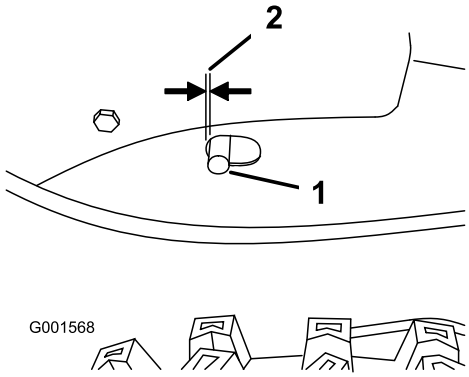

Figur 30
2. Kontrollera tappen i den avlånga skåran på maskinens vänstra sida, ovanför däcket, när drivspaken inte är nedtryckt (Figur 30).
Obs: Det ska finnas ett mellanrum på 6 mm mellan skårans framkant och tappens främre kant (Figur 30).